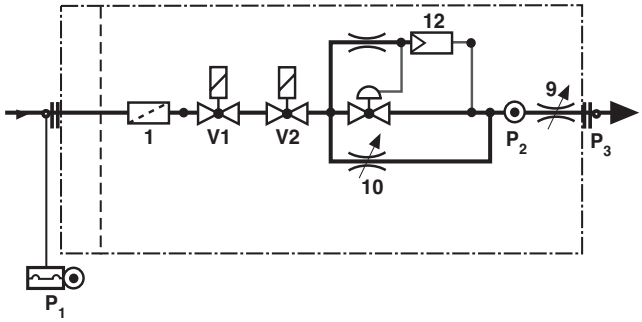

Fig. 9
A. measuring noozle P2 (Fig. 9) before valve D
C. startup valve (no. 10 in Fig. 9)
D. maximum flow rate valve(no. 9 in Fig. 9)